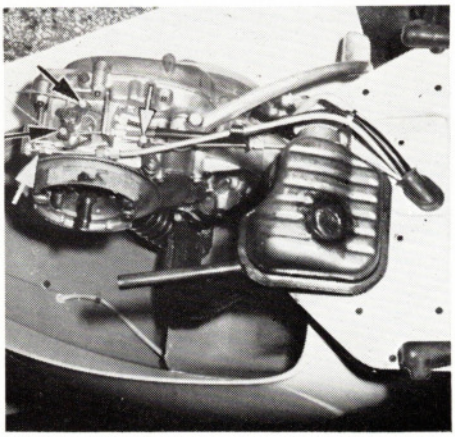

Bild 3: Weißer Pfeil rechts: Klemmnippel des Kupplungszugs; weißer Pfeil links: Bremsseilzug; schwarze Pfeile: Schaltzug-Klemmnippel.
7. Kupplungszug (Bild 3) aushängen. Schraube für Deckel über der Schaltwippe entfernen und Deckel abnehmen. Klemmnippel der Schaltzüge (Bild 3) lösen (7 mm SW). Fußbremszug lösen (Mutter lösen und Seilzug herausziehen. Schraube mit 14 mm SW gegenhalten).